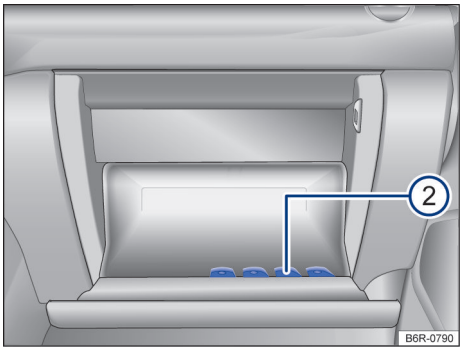

Fig. 87 Porta-luvas aberto.
Pode haver um porta-moedas → Fig. 87 ② na tampa do porta-luvas.